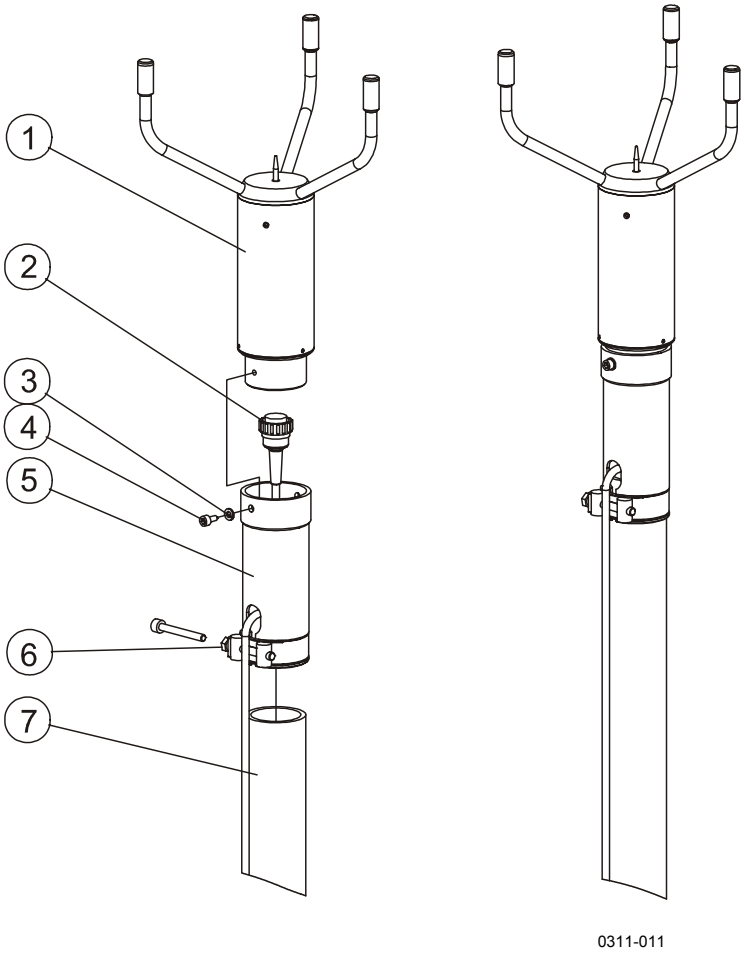

Figure 2 Mounting the Sensor to Adapter
The following numbers refer to Figure 2 above.
Use the following procedure to mount the sensor to a vertical 1-inch International Pipe Standards (IPS) pipe. WS425FIX30 is suitable for the 1-inch IPS vertical pipe and WS425FIX60 is suitable for a 60-mm vertical pipe (Europe). See Figure 2 on page 22 for details.
1. Remove the hex-socket bolt or standard screw shown in Figure 2 on page 22 (use 3/16-inch Allen key or a crosshead screwdriver).